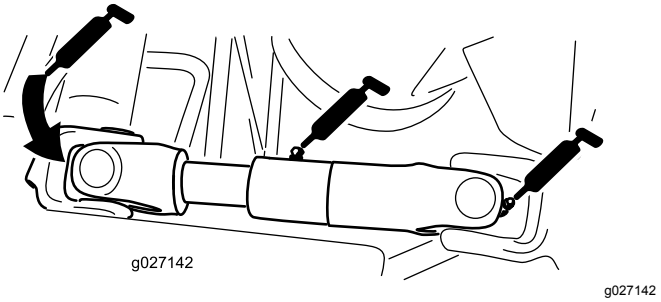

Figur 44
- Pumpedrivakslens kardanled (3) (Figur 44)